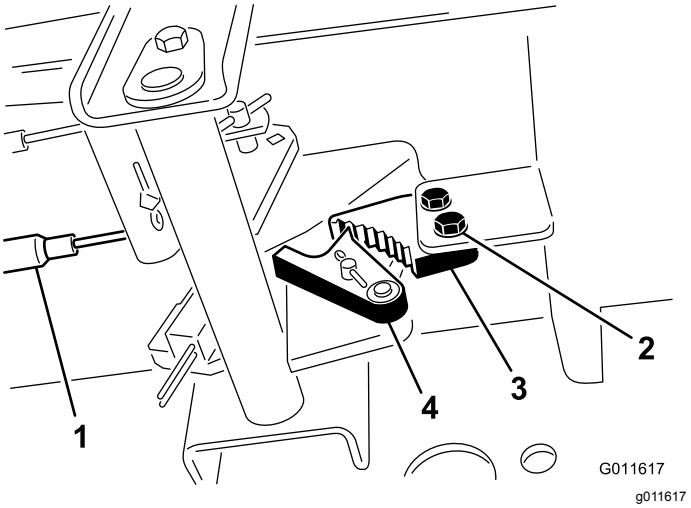

Figur 73
1. Løsn de 2 skruer, der fastgør parkeringsbremsepalen på stellet (Figur 73).
2. Tryk parkeringsbremsepedalen frem, indtil parkeringsbremselåsen kobler helt ind på bremsepalen (Figur 73).